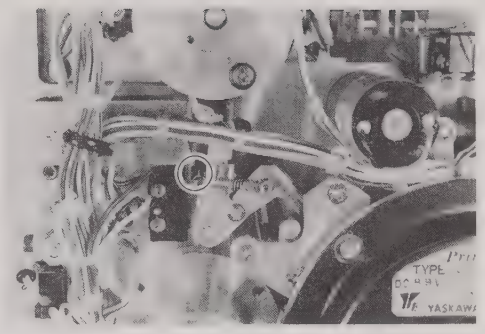

Fig. 5-29
7. If adjustment is necessary, adjust the pressure with adjusting screw. (Refer to Fig. 5-29 on page 5-26)